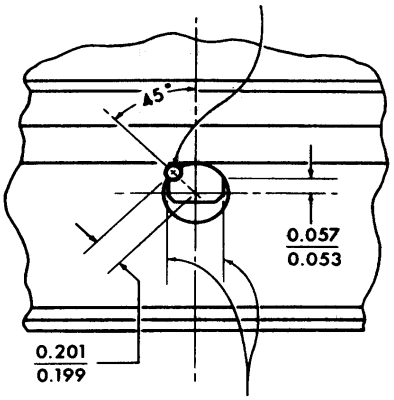

Figure 1. Turbine Front Bearing Cage Pin Replacement
(1) Replace lock pin, or slotted pin when loose or damaged. (See figure 1.)
(2) The flame plating may be chipped around pin hole diameter in bearing cage to a maximum of 0.060 in.
(3) Replace cage assembly when chipping exceeds limits or is otherwise damaged.